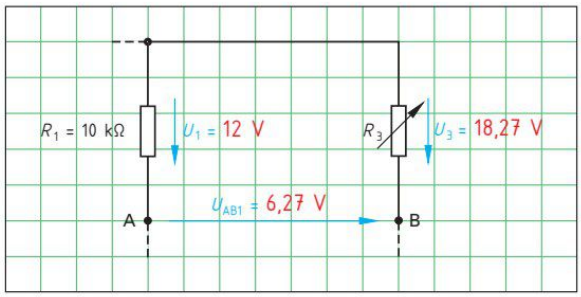

Bild 1: Spannungen bei ϑ = 25 °C
3. Tragen Sie die berechneten Spannungen U_1 und U_3 in den Auszug aus der Brückenschaltung ein **(Bild 1)**. Berechnen Sie dann mithilfe der Maschenregel die Brückenspannung U_{AB1} und tragen Sie auch diesen Wert in **Bild 1** ein.